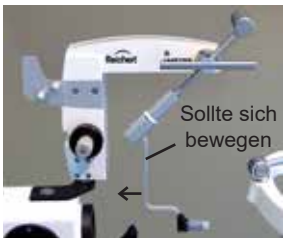

Abbildung CA-08
6. Der Druckarm sollte sich von der frei beweglichen Zone zum Anschlagpunkt in Richtung des Untersuchenden (gegenüber der Prismenseite) bewegen. Siehe Abbildung CA-08.
13. Der Druckarm sollte sich von der frei beweglichen Zone zum Anschlagpunkt in Richtung des Untersuchenden (gegenüber der Prismenseite) bewegen. Siehe Abbildung CA-08.
20. Der Druckarm sollte sich von der frei beweglichen Zone zum Anschlagpunkt in Richtung des Untersuchenden (gegenüber der Prismenseite) bewegen. Siehe Abbildung CA-08.